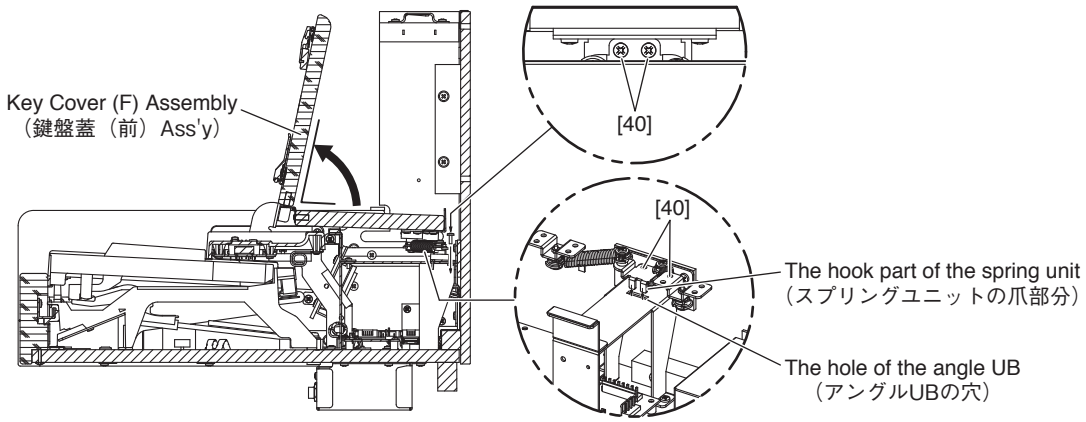

Fig.4（図 4）
3-3 Open the key cover (F) assembly until the screws marked [40] on the spring unit are seen, and hold it. (Fig.4)
* ***By holding the key cover (F) assembly, do not apply tension to the spring as much as possible. Under such a condition, it will be easier to remove the screws marked [40]. (Fig.4)***
3-4 Remove the two (2) screws marked [40] at the center of the spring unit. (Fig.4)
* ***Before installing the screws marked [40], confirm that the hook part of the spring unit is inserted into the hole of the angle UB correctly. (Fig.4)***
3-3 鍵盤蓋（前）Ass'y を、スプリングユニットの [40] のネジが見えるまで開いた状態にして保持します。(図 4)
※ **保持することにより、スプリングに出来るだけテンションが掛からない様にすればネジが外し易くなります。(図 4)**
3-4 スプリングユニット中央の [40] のネジ 2 本を外します。(図 4)
※ **[40] のネジを取り付ける時、スプリングユニットの爪がアングル UB の穴にはまっていることを確認して下さい。(図 4)**